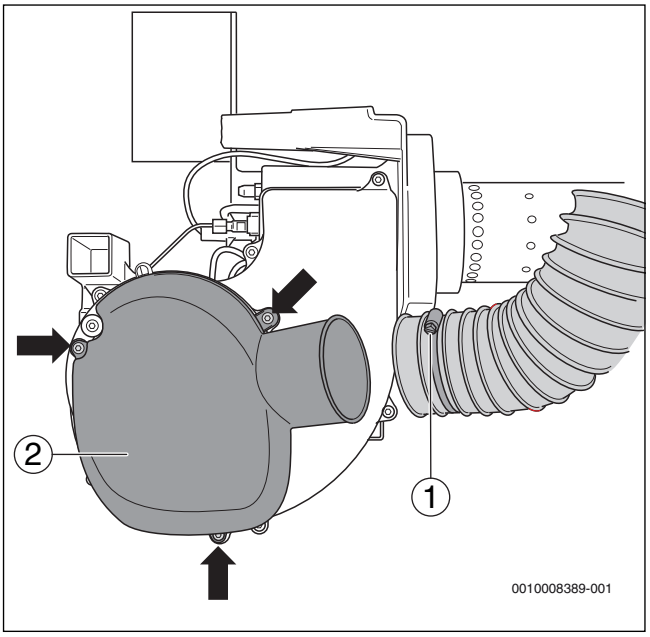
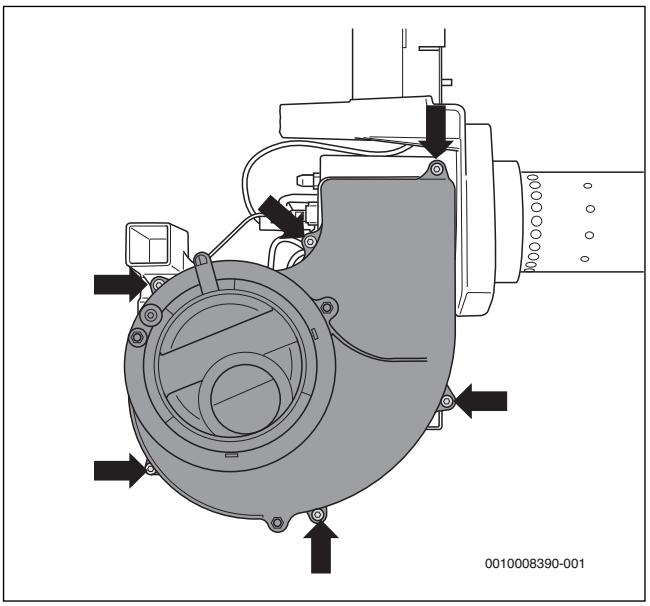

*Bild 29 Ansaugschalldämpfer demontieren*
*Bild 30 Gebläseradabdeckung demontieren*
- ▶ Spezialschlauchschelle (→Bild 29, [1]) der Verbrennungsluftzufuhr für raumluftunabhängigen Betrieb lösen.
- ▶ Befestigungsschrauben (→Bild 29, [Pfeile]) lösen und den Ansaugschalldämpfer (→Bild 29, [2]) abnehmen.
- ▶ Sechs Befestigungsschrauben (→Bild 30, [Pfeile]) lösen und die Gebläseradabdeckung abnehmen.
- ▶ Gebläseradabdeckung (→ Bild 30, Seite 20) und Ansaugschalldämpfer (→ Bild 29, Seite 20) wieder montieren.
- ▶ Spezialschlauchschelle (→Bild 29, [1], Seite 20) lösen und Ansaugschlauch abziehen.